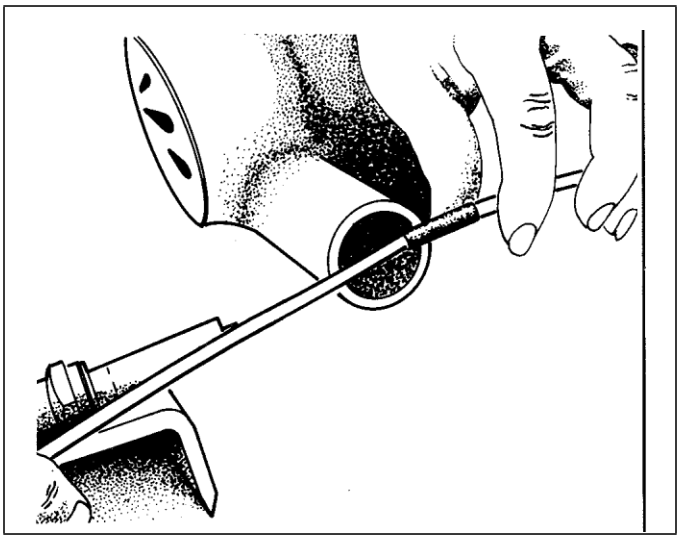

Figura 15-66 Posición del tubo de Termo Encogimiento
6. Coloque el tubo plástico de termo encogimiento en el empalme. **Ver** Figura 15-66.